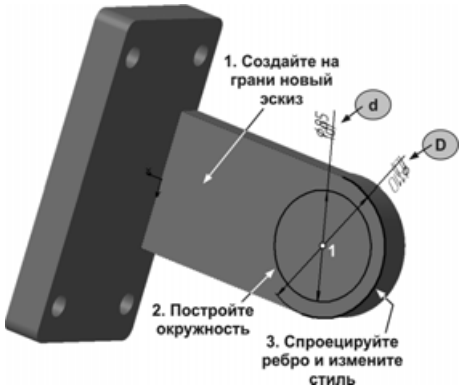

Рис. 5.130
- Разверните модель в пространстве, как это показано на рис. 5.130, создайте новый эскиз на внутренней грани проушины.